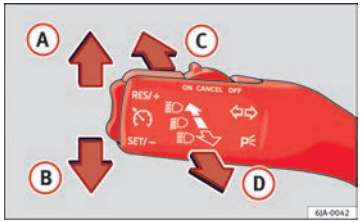

Fig. 58 Turn signal and main beam headlight lever
– Move the turn signal lever ⇒ Fig. 58 towards the steering wheel, pressing it down and keeping it in this position.
– Move the turn signal lever ⇒ Fig. 58 towards the steering wheel, pressing it up and keeping it in this position.
– Move the lever ⇒ Fig. 58 up (A) or down (B).
– Press the lever ⇒ Fig. 58 forwards in the direction indicated by arrow (C).
– Pull the lever back to its original position in the direction indicated by arrow (D) to switch the main beam off.
– Pull the lever ⇒ Fig. 58 towards the steering wheel (point of resistance) in the direction indicated by arrow (D).
– Move the turn signal lever ⇒ Fig. 58 ⇒ page 97 up or down to turn on the right or left-hand parking lights respectively.